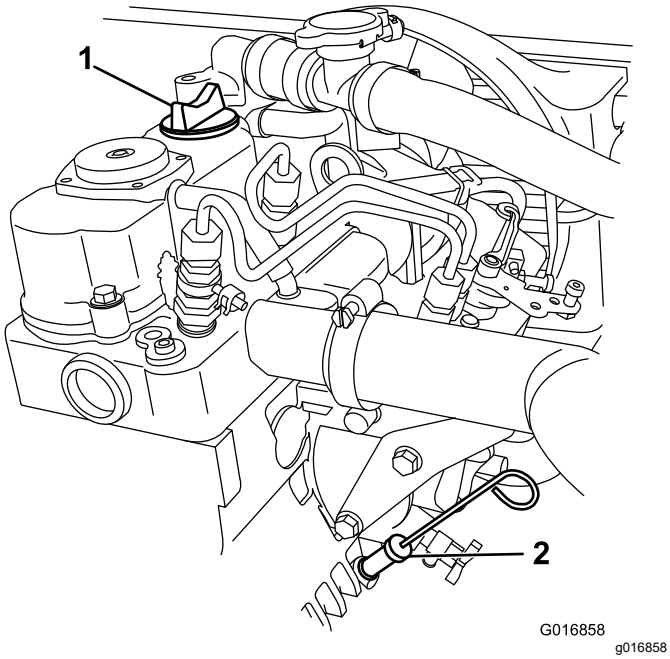

Figuur 38
8. Maak de omgeving van de oliepeilstok en de dop van de vulbuis schoon, en neem de peilstok eruit (Figuur 38).